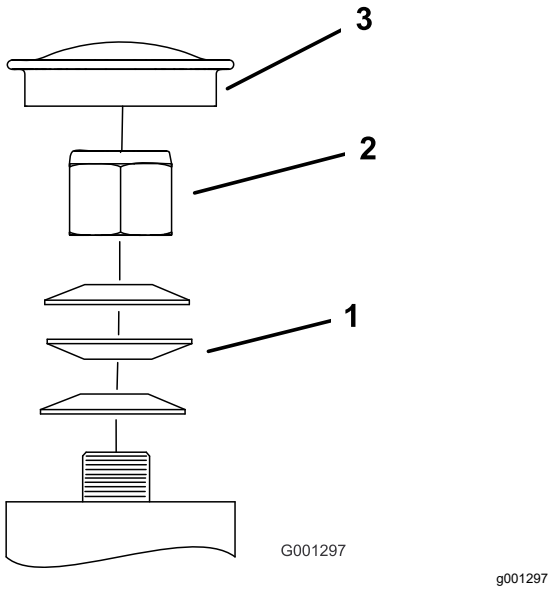

Figura 56
3. Retire el tapón guardapolvo de la rueda giratoria y apriete la contratuerca (Figura 56).
4. Apriete la contratuerca hasta que las arandelas de muelle estén planas, luego afloje ¼ de vuelta para establecer la pre-carga correcta de los cojinetes (Figura 56).
Importante: **Asegúrese de que las arandelas de muelle están correctamente instaladas, según se muestra en Figura 56.**
5. Coloque el tapón anti-polvo (Figura 56).